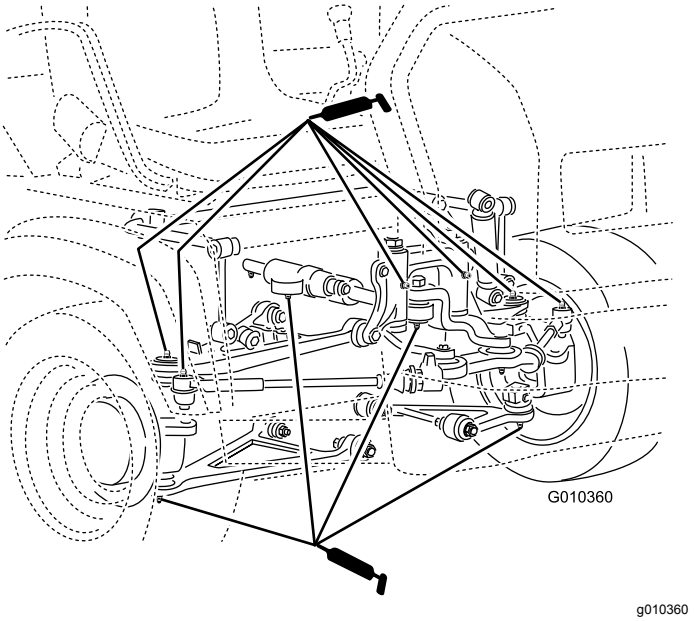

图29
- **球窝接头4 个**请参阅图29
- **横拉杆2 个**请参阅图29
- **枢轴安装座2 个**请参阅图29
- **转向油缸2 个**请参阅图29